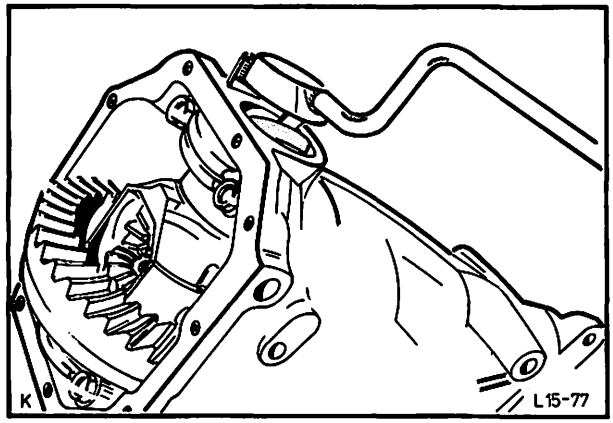

Abb. 121 Radialdichtring mit Spezialwerkzeug 21-051 herausziehen
5. Radialdichtring mit Spezialwerkzeug 21-051 herausziehen, Abb. 121.